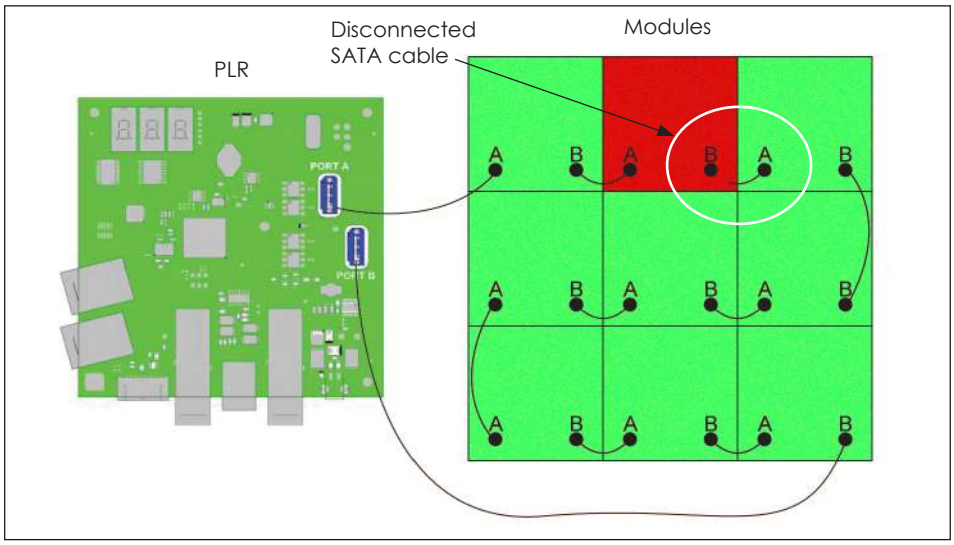

Figure 78: *ProLink 5 Failure from Port B*
- **Module - Port B Health** - This tests the ProLink 5 connections via SATA Port B on the modules. If the SATA cable coming from Port B on a module is disconnected, the modules that do not have a connection to Port B turn red. If the module has proper connection and communication via Port B, the modules turn green. Refer to **Figure 78**.